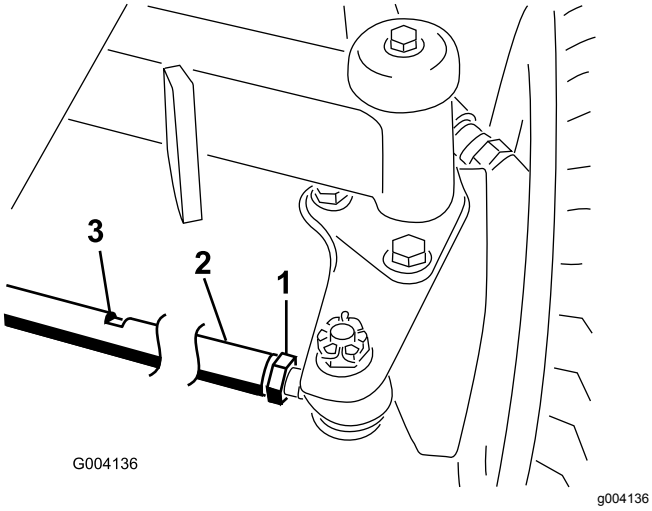

Figura 81
2. Desaperte a porca de bloqueio em cada extremidade da barra de direção (Figura 81).